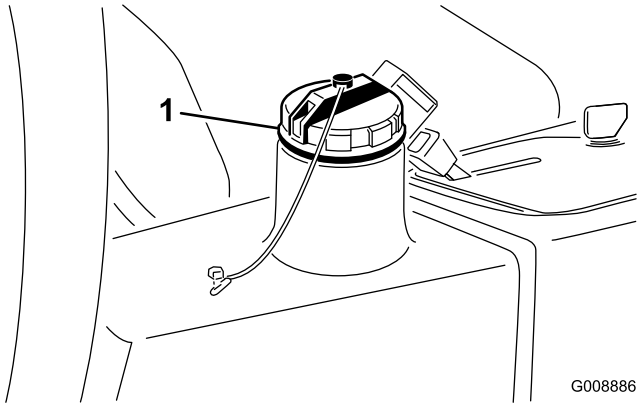

**Figur 42**
2. Rengør området omkring påfyldningsstudsen og hydrauliktankens dæksel (Figur 42) og fjern dækslet.